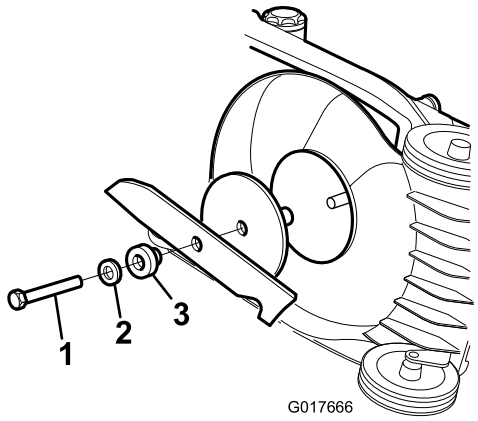

Figuur 22
1. Pak het uiteinde van het mes (Figuur 22) vast met een lap of een dikgevoerde handschoen.
Monteer een scherp, gebalanceerd mes en de mesbout. Voor de juiste montage wijst het vleugelgedeelte van het mes naar de bovenkant van de maaikast. Draai de mesbout vast met een torsie van 54 Nm (Figuur 22).